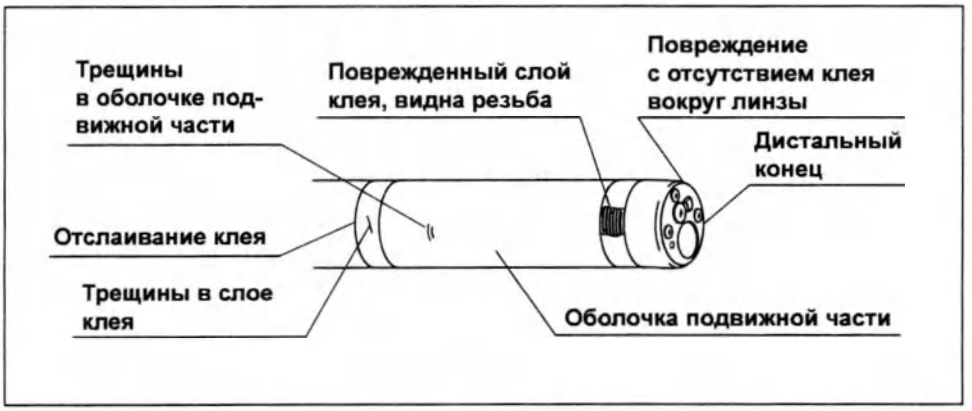

Рис. 3.4
- Компания Olympus подтвердила наличие ухудшений при выполнении указанного количества циклов стерилизации. В случае превышения количества циклов стерилизации данного эндоскопа (см. табл. 3.15) могут возникнуть ухудшения, показанные на рис. 3.4. В таком случае требуется произвести техническое обслуживание. За дополнительными сведениями обращайтесь в компанию Olympus.